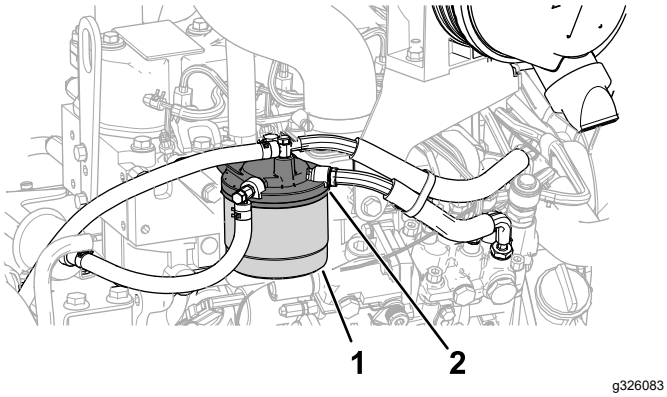

Figur 60
1. Rengör området kring bränslefilterhuvudet (Figur 60).
2. Demontera filtret och rengör filterhuvudets monteringsyta (Figur 60).